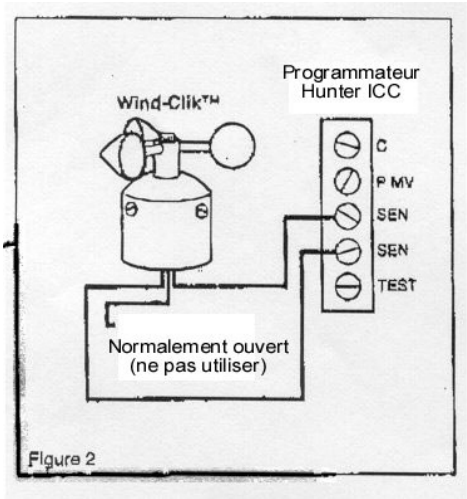

Figure 2
3. Connectez un des câbles sur la position SEN et l'autre sur la seconde position SEN du bornier (voir figure 2.